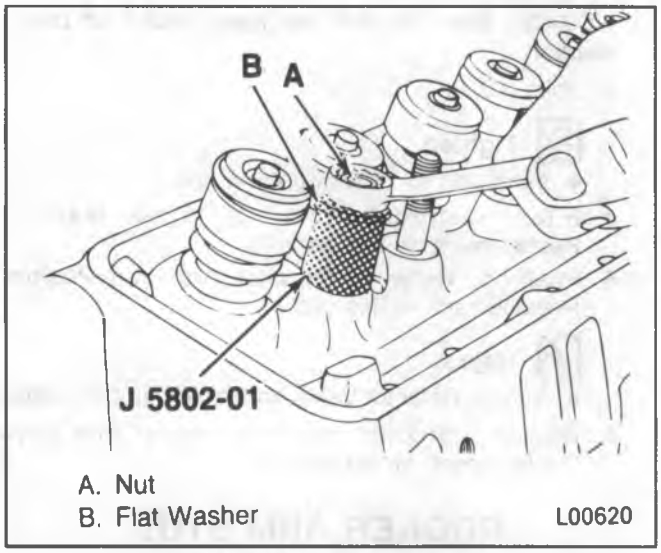

Figure 11—Removing the Rocker Arm Stud
Remove or Disconnect (Figure 11)
- Turn the nut to remove the stud (figure 11).